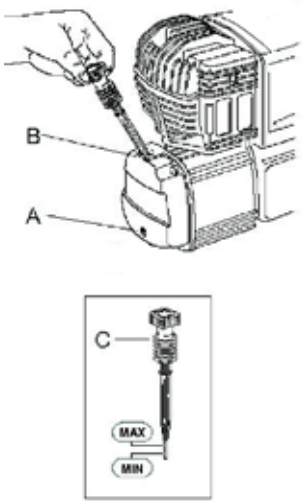

Fig. 8 Niveau d'huile
2. Retirez la jauge d'huile (C, fig. 8).
4. Si le niveau est sous le minimum, faites l'appoint par l'ouverture de remplissage (B, fig. 8) et remettez la jauge en place.
3. Placez un récipient sous le bouchon (A, fig. 8).
4. Dévissez le bouchon (A, fig. 8) et laissez couler toute l'huile dans le récipient.
5. Revissez le bouchon (A, fig. 8).